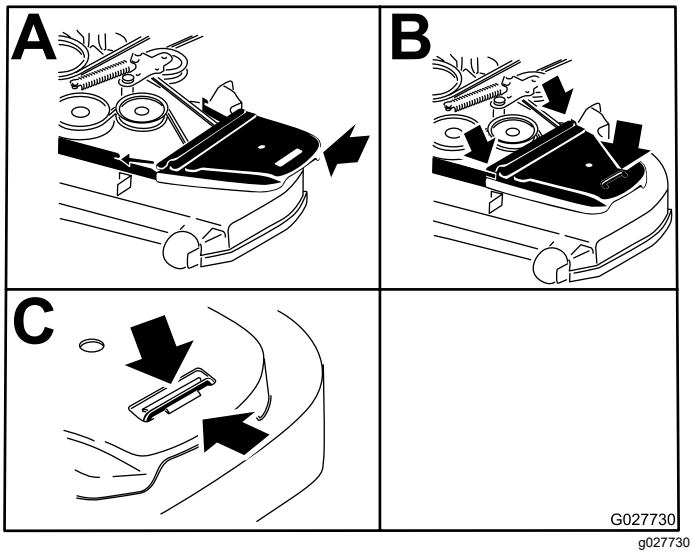

Figur 88
14. Sätt tillbaka remkåporna (Figur 88).